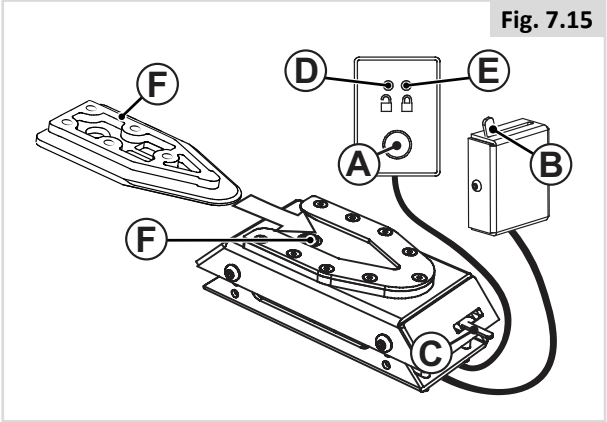

Fig. 7.15
10. Voer een slotcontrole uit door de rolstoel met het dockingstation te verbinden. Controleer of het bevestigingssysteem goed vast zit en check of alle ontgrendelingsmethodes functioneren zoals bedoeld (Fig. 7.15).